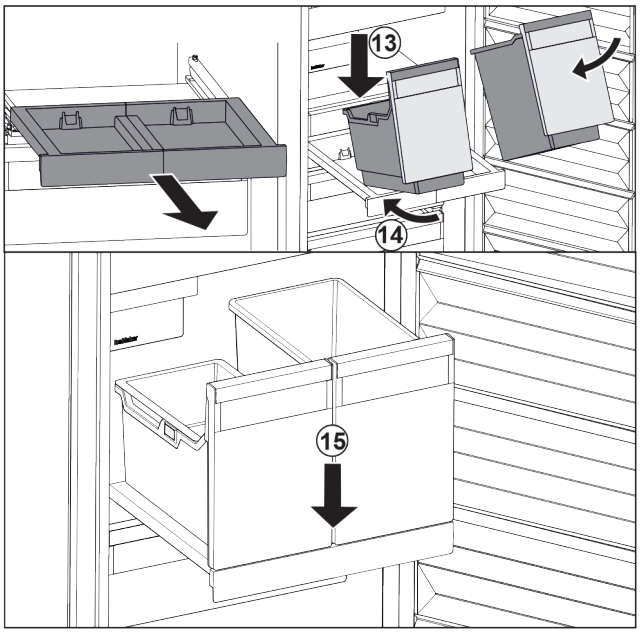

*Fig. 124*
▶ Nasaďte nádobu šikmo na vysouvací desku. *Fig. 124 (13)*
▶ Zasuňte nádobu šikmo dozadu. *Fig. 124 (14)*
▶ Usaďte vpředu nádobu. *Fig. 124 (15)*